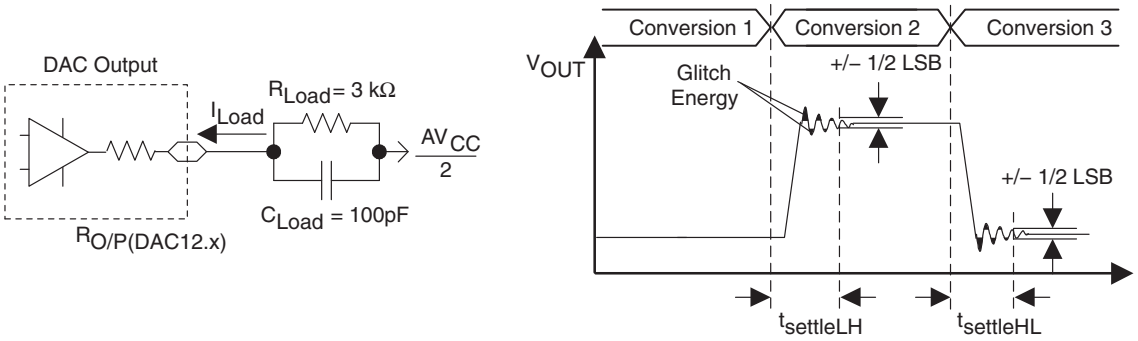
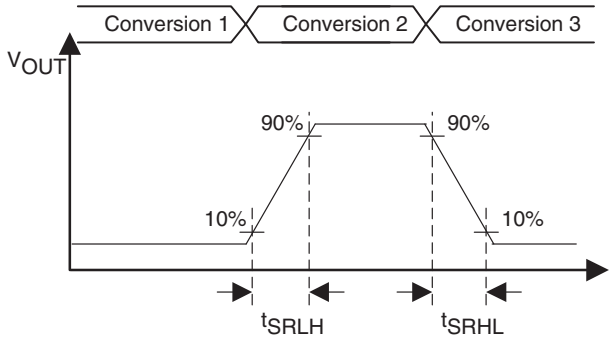

Figure 23. Settling Time and Glitch Energy Testing
Figure 24. Slew Rate Testing
12-bit DAC, dynamic specifications; $V_{ref} = V_{CC}$, DAC12IR = 1 (see Figure 23 and Figure 24)
1. R_{Load} and C_{Load} connected to AV_{SS} (not $AV_{CC}/2$) in Figure 23.